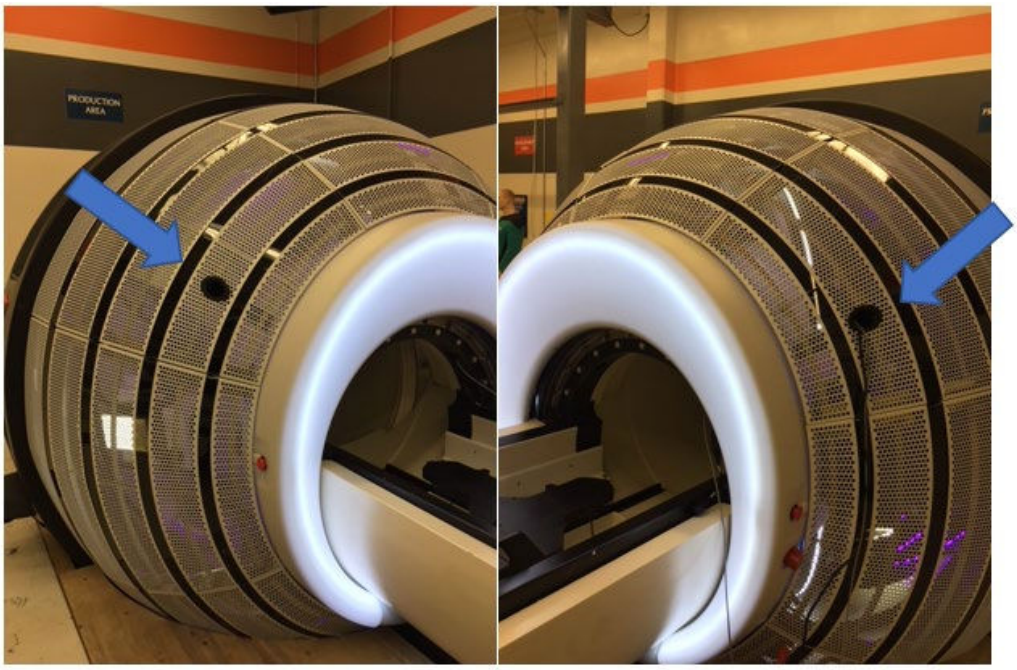

Figura 1-3. Inserción de los cables
b. Inserte el **R232** y el **cable eléctrico** a través del orificio lateral del sistema cerca de la entrada del paciente (consulte la figura 1-3).